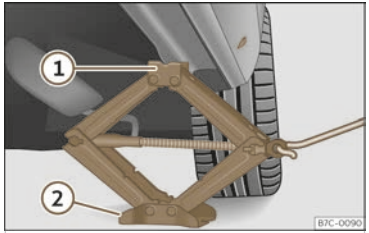

Fig. 249 Crossbar: mounting the jack on the vehicle.
- Turn the jack crank handle, located below the crossbar support point, to raise it until the tab ① ››› **Fig. 249** is below the housing that is provided.
- Align the jack so that the tab ① "grips" onto the housing provided on the cross member and the mobile base ② is resting on the ground. The base plate ② should fall vertically with respect to the support point ①.